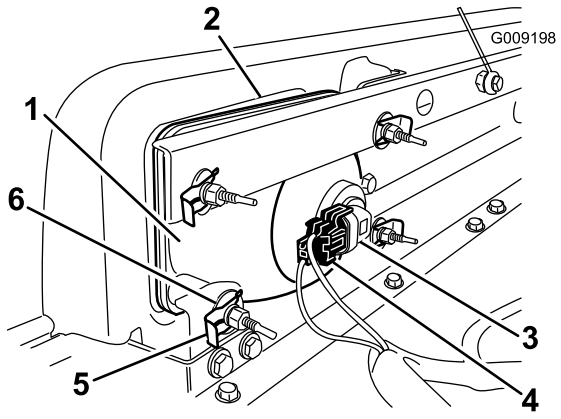

Figur 40
1. Frakobl det elektriske stik til ledningsnettet fra stikket på lampesamlingen (Figur 40).
2. Afmonter klemmer og spændeskiver, der fastgør forlygten til forlygtebeslaget (Figur 40).
3. Fjern forlygteenheden ved at føre den fremad og ud gennem åbningen i forkofangeren (Figur 40).
4. Monter den nye forlygte gennem åbningen i kofangeren (Figur 40). Sørg for, at justeringsstængerne er rettet ind efter hullerne i monteringsbeslaget bag kofangeren.
6. Tilslut det elektriske stik til ledningsnettet til stikket på lampesamlingen (Figur 40).